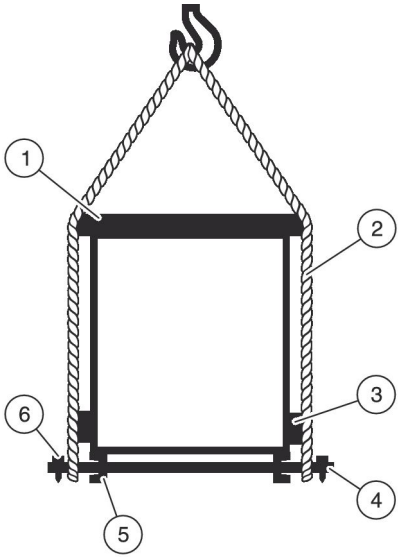

Abb. 6: Transport mit Kran und Transportrohre
1. Die Grundrahmenstopfen der Bohrungen im Grundrahmen (Abb. 6 /5) der RLT-Bauteile abnehmen.
2. Die Transportrohre (Abb. 6 /4) in die Bohrungen im Grundrahmen schieben.
3. Die Schlaufen der Seile oder der Ketten (Abb. 6 /2) um die Rohrenden legen.
4. Die Kanten mit Distanzhölzern (Abb. 6 /3) schützen.
5. Die Seile oder die Ketten mit geeigneten Spreizvorrichtungen (Abb. 6 /1) im Dachbereich auseinander halten.